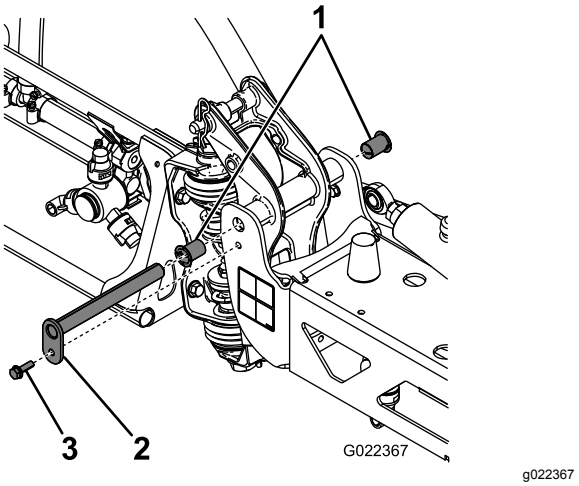

Figur 57
3. När sprutrampens vikt hålls upp tar du bort bulten och muttern som fäster svängtappen på sprutrampsenheten (Figur 57).
6. Ta bort nylonbussningarna från fram- och baksidan på tappfästet och undersök dem (Figur 57).
8. Montera sprutrampen och tappfästsenheten på mittramen, och se till att hålen kommer i höjd med varandra (Figur 57).